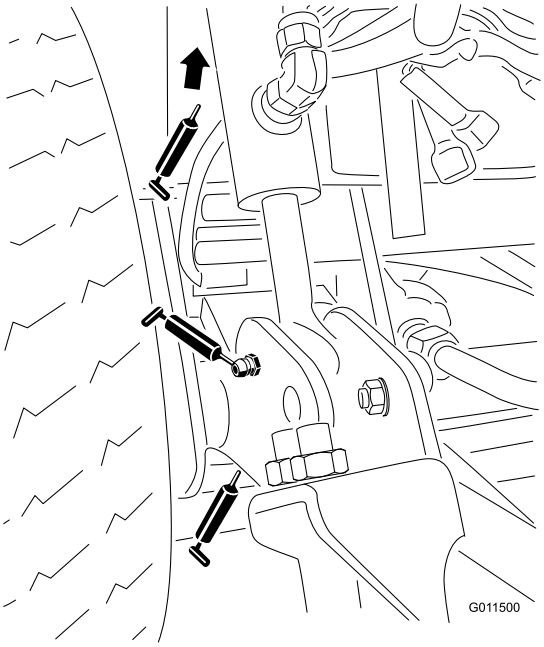

Figura 46
- Casquilhos do braço de elevação (2) (Figura 46)
- Casquilhos do cilindro de elevação (4) (Figura 46)